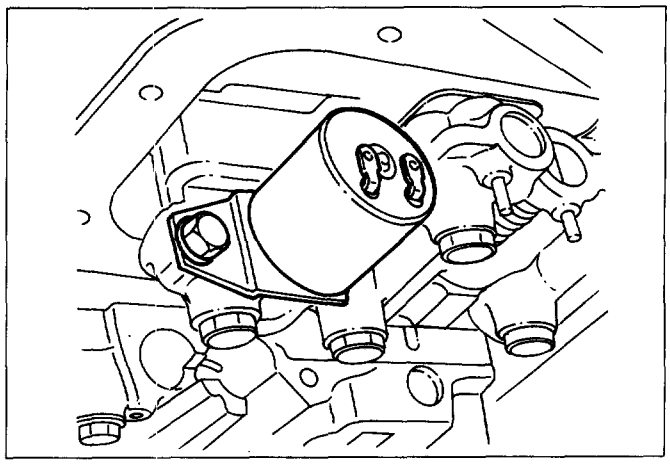

Fig. 7A-29f
3. **Solenoid (Fig. 7A-29e and 7A-29f)**